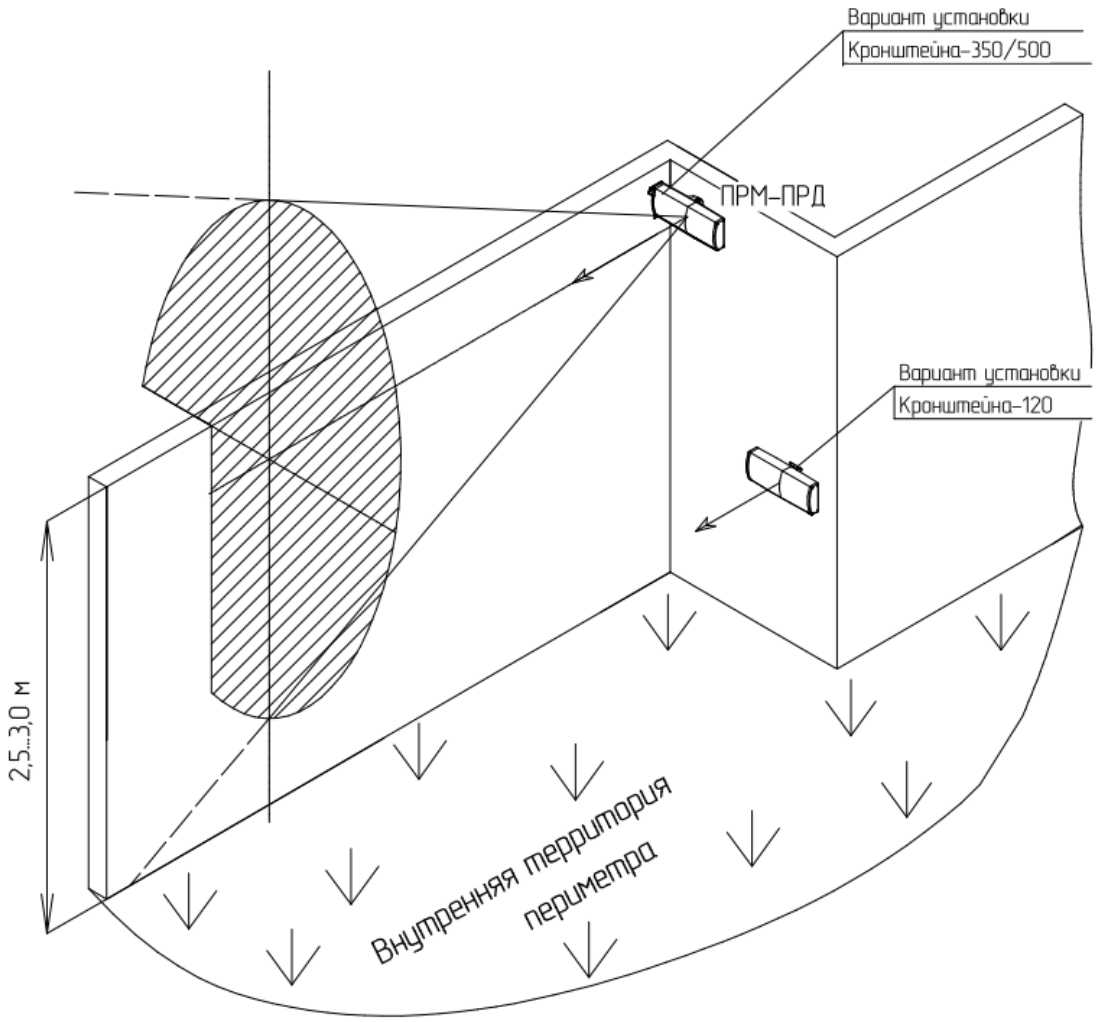

Рисунок 2.4 - Примеры установки извещателя с применением выносных Кронштейнов 500, 350, 120
- КРОНШТЕЙН-120М (вынос 120 мм) рекомендуется применять, если направление излучения блока перпендикулярно плоскости опорной поверхности, или находится в пределах угла (90° ± 40°) (см. рисунок 2.4).